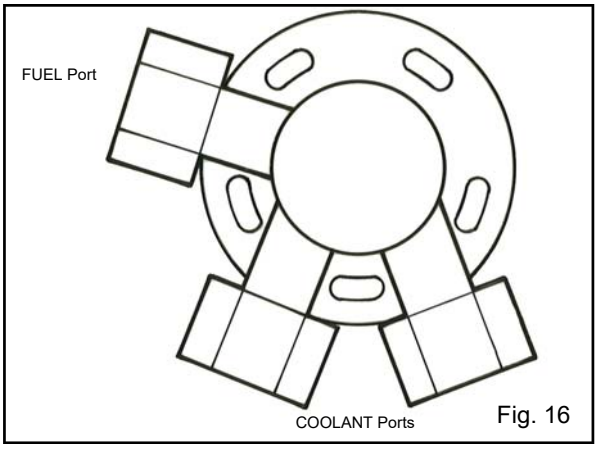

Fig. 16
25. Utilisez une clé pour installer le tuyau et utilisez une clé de secours sur le raccord nouvellement installé sur le « Hot Fox » avant de serrer. Voir la figure 16.
26. Obtenir du liquide de refroidissement chaud à partir d'une ouverture de bouchon de tuyau sur le moteur du côté de la pression du système de refroidissement. Acheminer le liquide de refroidissement vers l'orifice de liquide de refroidissement approprié tel qu'indiqué. Voir la figure 16. SUGGESTION : Si vous n'êtes pas sûr des ports de bouchon de tuyau Le moteur est l'alimentation et le retour du liquide de refroidissement, localisez le tuyau les raccords du chauffage de la cabine et de l'aplomb dans les orifices de ces mêmes cavités.
30. Avant d'utiliser l'appareil, vérifiez soigneusement que la conduite de carburant est connectée à l'orifice FUEL du « Hot Fox » et que le liquide de refroidissement du moteur est connecté aux orifices COOLANT. Voir la figure 16.